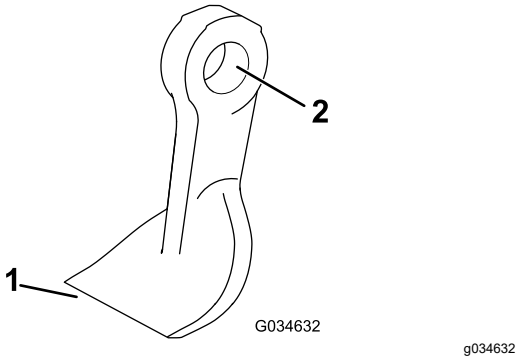

Figuur 75
4. Controleer de messen op beschadigingen. Besteed in het bijzonder aandacht aan het bevestigingsmateriaal, de snijrand en het montagegat (Figuur 75). Vervang alle beschadigde messen en bevestigingen.